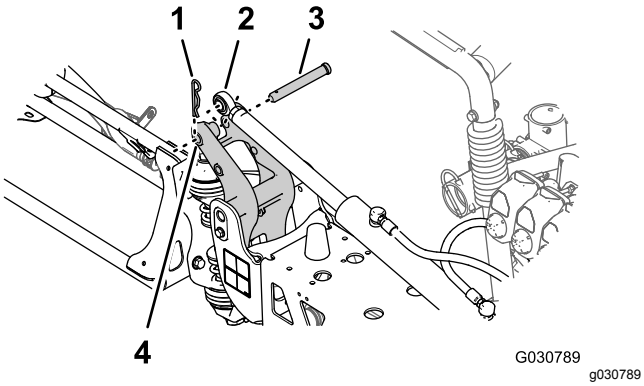

Figur 122
6. Juster stangenden af løftecylinderen, så den passer med hullet 25 mm i hornet på drejefittingen (Figur 122).
7. Fastgør løftecylinderen til drejefittingen med gaffelbolten og låseclipsen (Figur 122), som du afmonterede i trin 2 i Afmontering af løftecylinderne (side 19).